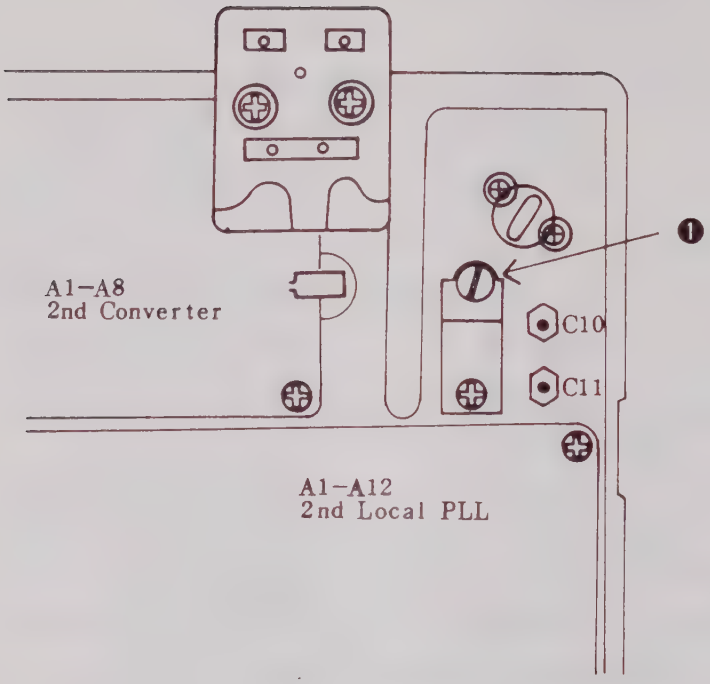

Fig. 3-10 2.5 GHz Cavity OSC
5	Turn the 2.6 GHz Cavity OSC trimmer (Fig. 3-10 ❶) to set the 2.5 GHz cavity OSC frequency (rear panel SECOND LOCAL OUTPUT) to 2500 MHz ±100 kHz.
9	Adjust the 2.5 GHz Cavity OSC trimmer (Fig. 3-10 ❶) so that the Q9-pin 7 ⑪ voltage is approx. 0 Vdc.